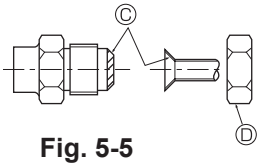

Fig. 5-5
Ⓐ (Fig. 5-5)
5.5. Connecting pipes (Fig. 5-4) (Fig. 5-5)
[Fig. 5-5]